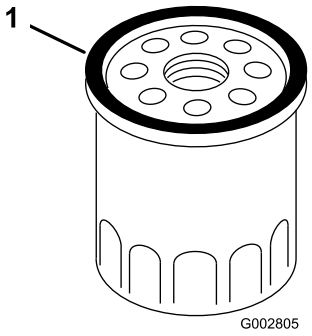

Figura 28
7. Con il dito, spalmate l'olio sulla guarnizione del nuovo filtro (Figura 28).